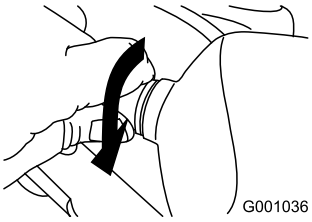

Figur 57
5. Drej pærens sokkel med uret, indtil den sidder godt (Figur 57).